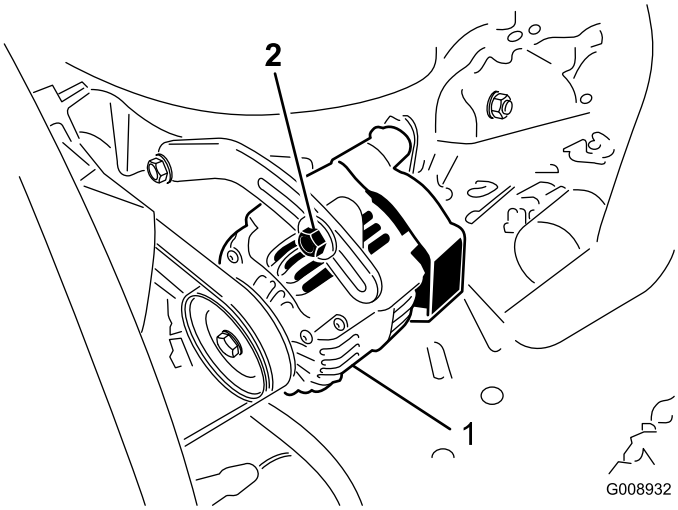

Figuur 49
2. Als de speling niet correct is (en dus geen 10 mm bedraagt), moet u de montagebouten van de wisselstroomdynamo losdraaien (Figuur 49).